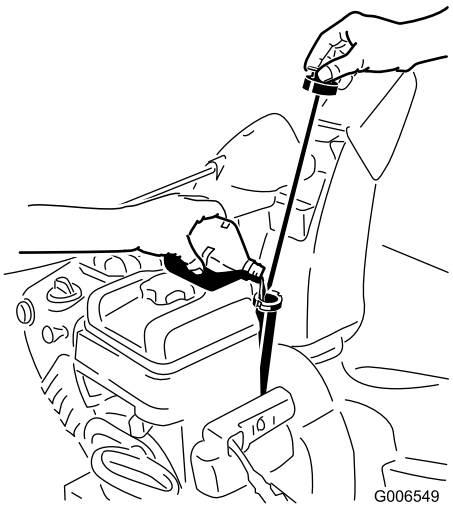

Figur 33
2. Ta ut oljestickan och kontrollera oljenivån (Figur 33). Fyll på olja om oljenivån ligger under markeringen ”Add” på stickan. Se avsnittet Fylla på olja i motorn.